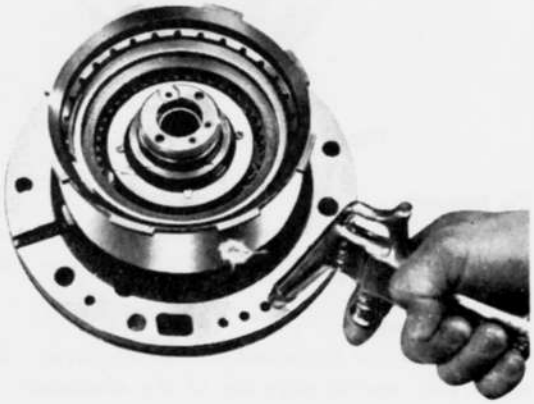

Fig. 2-22 Testing front Clutch
12. Install the front clutch assembly to the oil pump. Blow compressed air into the oil hole as shown in Fig. 2-22 and check the clutch operation.